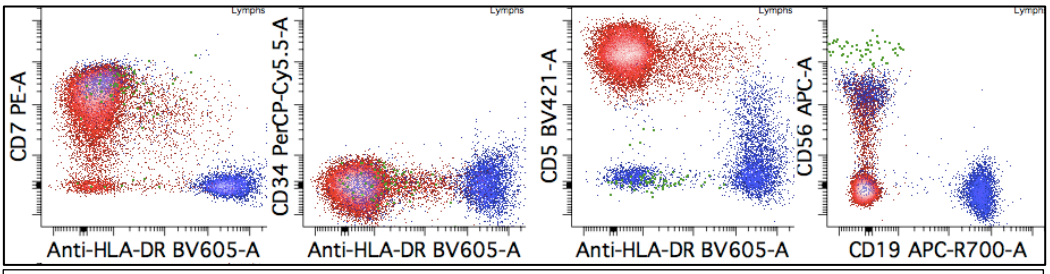

Figure 9: Modified Reference Settings with appropriately compensated data
m. Periodic verification of the compensation on a fully stained sample at a user-defined interval is recommended. **(Figure 9)** If the compensation of the fully stained tube requires adjusting, the Modified Reference Settings can be edited and saved.